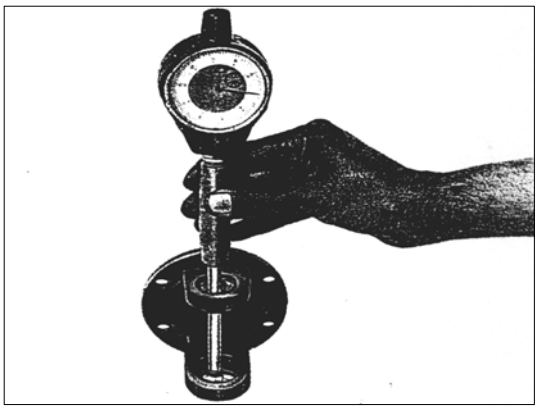

РИС.266
2) Измерьте диаметры посадочных отверстий наружных колец игольчатых подшипников в вилках карданного вала (см. рис.266).